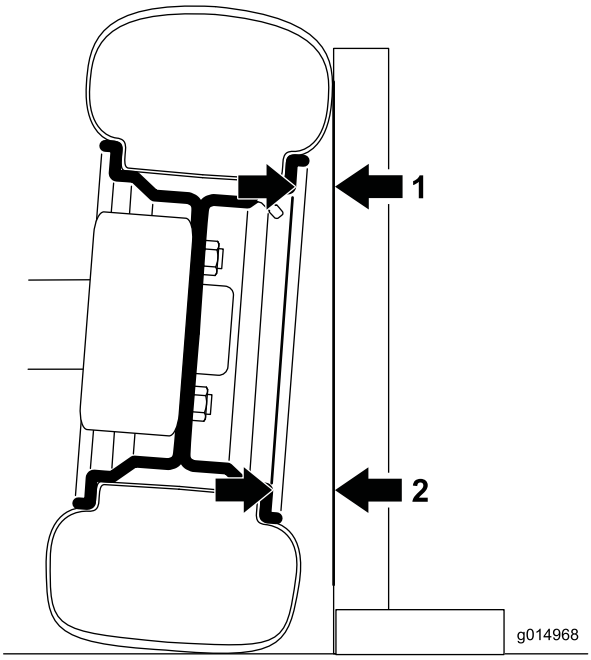

Figuur 60
1. Om de vlucht te meten, plaatst u een rechte hoek op de grond met de verticale zijde tegen het oppervlak van de band (Figuur 60).
2. Meet van dezelfde plaats van de velg boven- en onderaan de band tot de lat (Figuur 60).